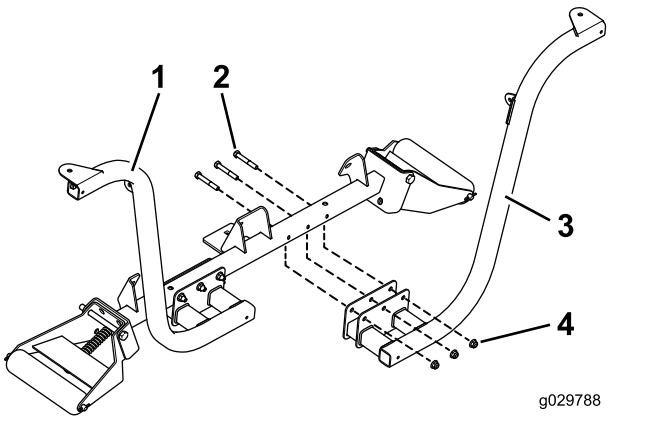

Bild 6
1. Befestigen Sie die rechten und linken Scheinwerferhalterungen mit sechs Schrauben (3/8" x 2-1/2") und sechs Bundmuttern (3/8") vorne am Rollenstützrohr, wie in Bild 6 abgebildet.